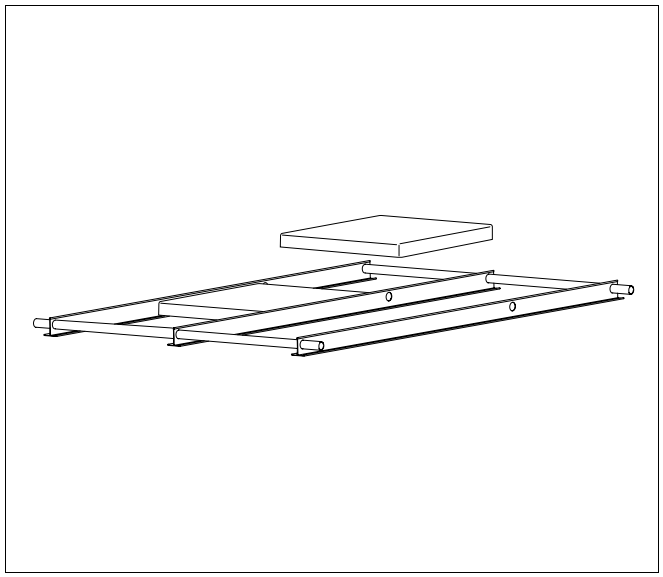

Afb. 26 Basisframe met betontegels stabiliseren
- Stabiliseer het basisframe door een klassieke betontegel (afb. 26) op de kraag van de T-profielen te plaatsen. Vul de rest van de betontegels pas na de beëindiging van de montage van de staander voor plat dak aan (zie hoofdstuk 5.3 "Staander voor plat dak stabiliseren", pagina 31).